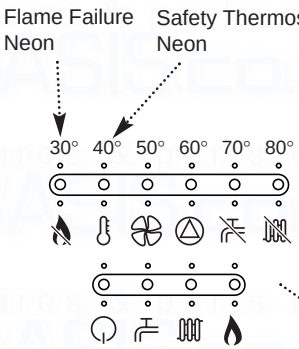

Fig. 11
1. The red flame failure neon ( ) will illuminate in the event of the burner failing to light, when incomplete lighting of the burner occurs or blockage of the condensate drain (Fig. 11).
1. Your Potterton Performa 30 HE is fitted with additional safety devices, which shut down the boiler in the event of the system, the boiler or the flue overheating. The safety thermostat neon ( ) will light in this instance (Fig. 11).